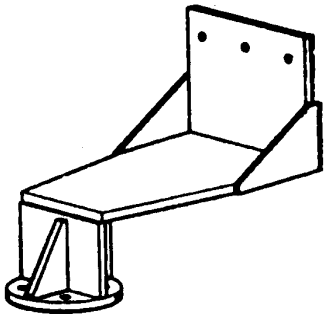

Figure 12. 6799764 Engine Component Adapter Attaching Adapter
g. Install 6799764 engine component adapter attaching adapter (figure 12) to 6797706 trunion adapter.